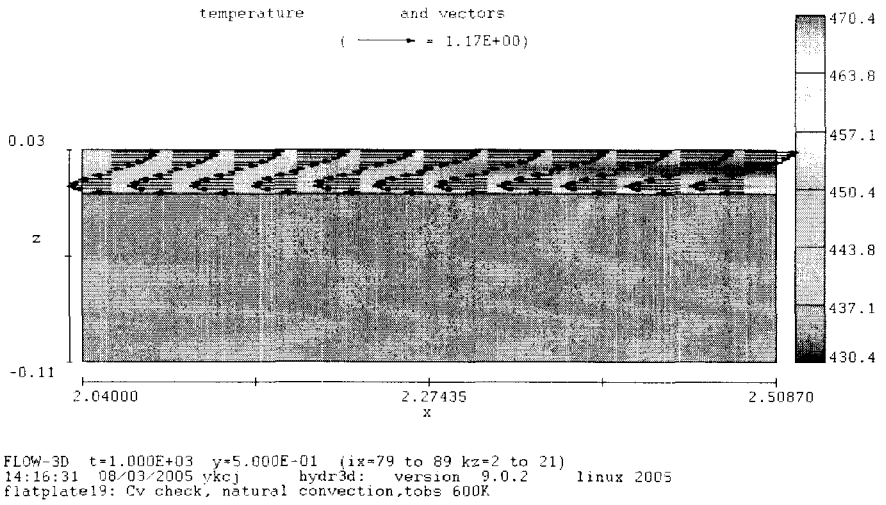

Figure 6: Convection pattern in the middle of the assembly for input deck flatplate19
1) Convection pattern around the middle of the assembly, as shown in Figure 6.